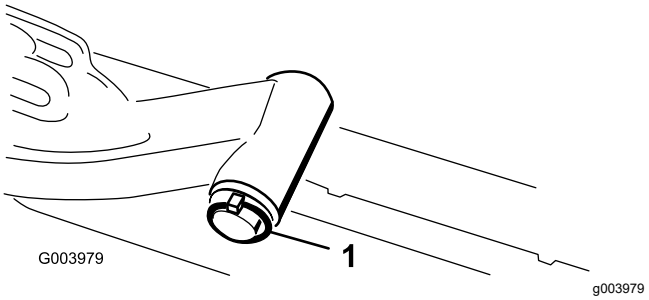

**Figur 8**
A. Fjern ringstiften og skiven som fester løftearmens dreieaksel til løftearmen og skyv løftearmens dreieaksel ut av løftearmen (Figur 8).
C. Før inn løftearmsakselen i løftearmen og fest den med skiven og ringstiften (Figur 8).